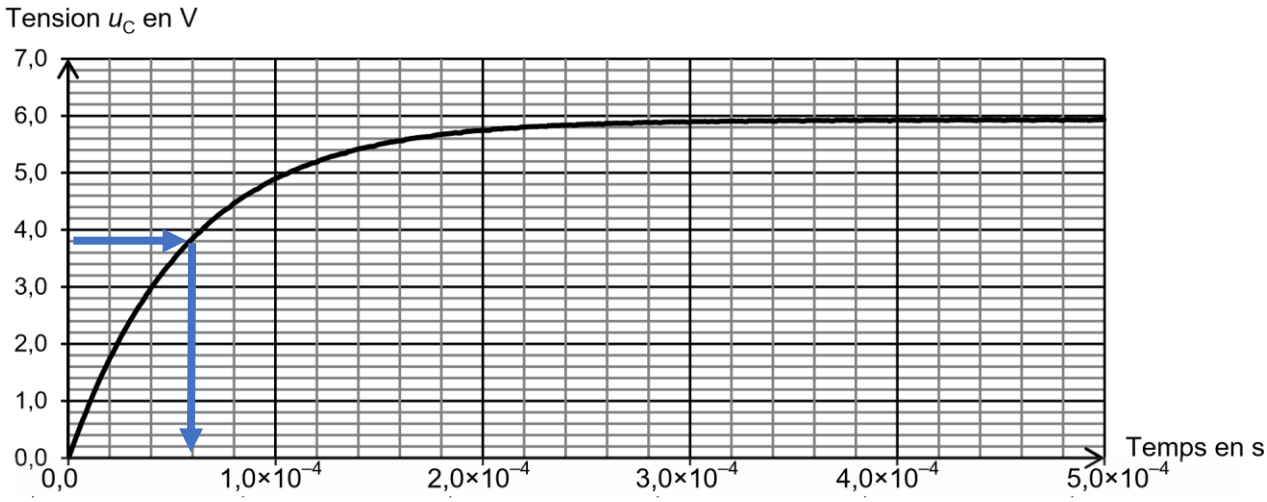

Figure 6. Courbe expérimentale représentant l'évolution de la tension u_C au cours du temps avec R = 1,00×10^4 Ω
2.3. (0,5 pt) Déterminer la valeur de la constante B et la valeur du temps caractéristique τ à l'aide de la figure 6 en expliquant la démarche suivie.
Sur la figure 6, on lit l'abscisse τ du point d'ordonnée u_C = 0,63×6,0 = 3,8 V.